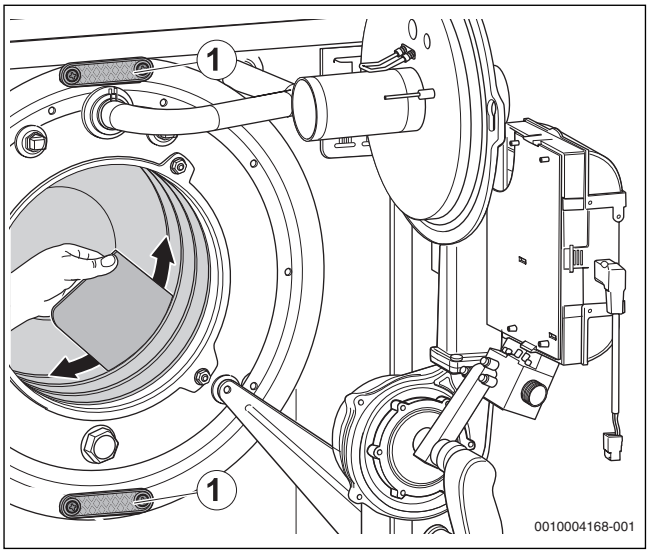
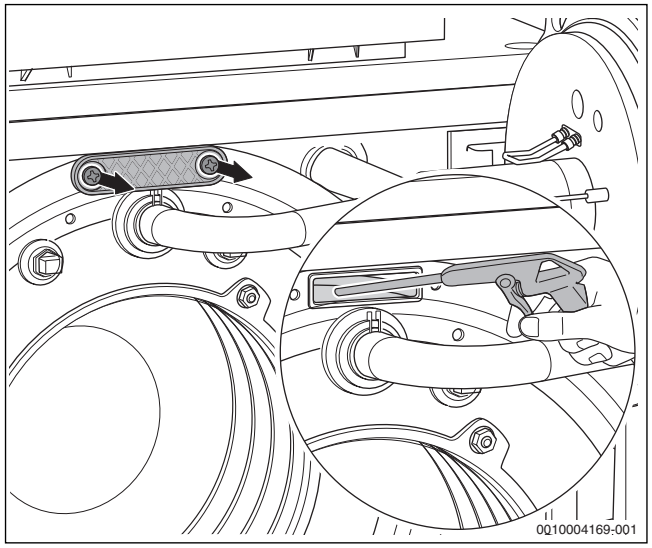

Bild 66 Heizgasspalte mit Reinigungsspachtel reinigen
Bild 67 Wärmetauscher mit Sprühlanze reinigen
▶ Reinigungsdeckel (→ Bild 66, Seite 39,[1] und Bild 67) abnehmen.
- ▶ Heizgasspalte mit Reinigungsspachtel reinigen (→ Bild 66, Seite 39).